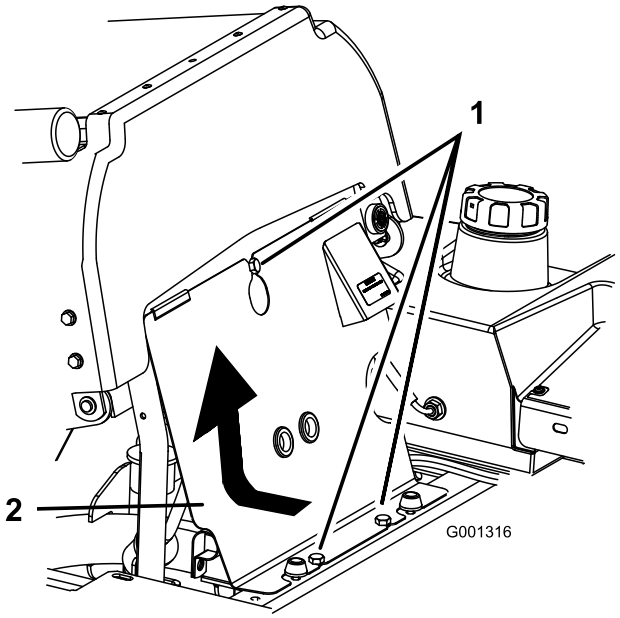

Figuur 35
1. Kantel de stoel naar voren, draai de bouten los en verwijder het frontpaneel van de motor (Figuur 35).